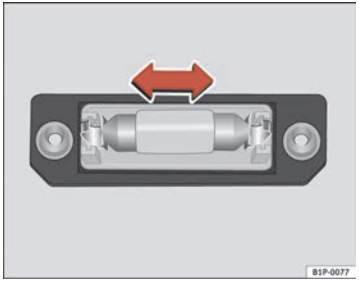

Fig. 240 Registration light
– Remove the bulb, moving it in the direction of the arrow and outwards ⇒ fig. 240.